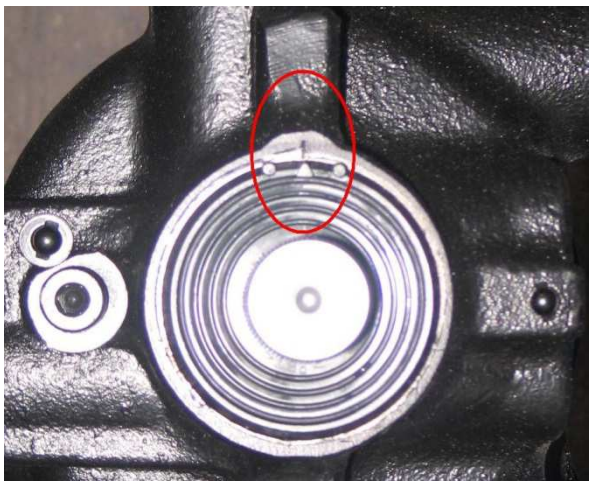
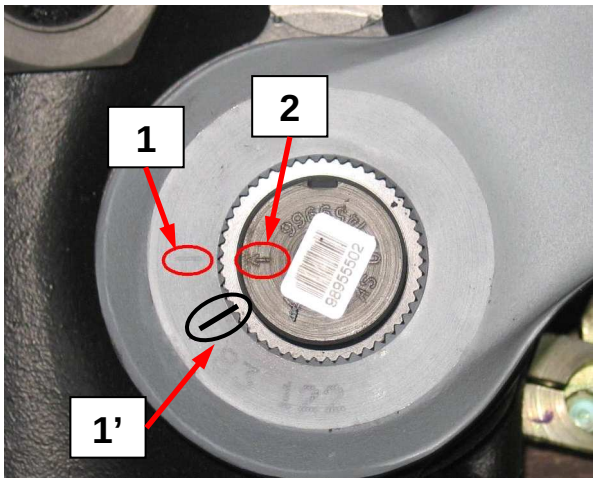

Rys. 1. Ustawienie znaków zerowego położenia głównej przekładni kierowniczej.
Rys. 2. Położenie znaków na ramieniu i wałku głównej przekładni kierowniczej
- Ustawić główną przekładnię kierowniczą w pozycji zerowej rys. 1. Trójkątny znak na plastikowej tarczy musi się pokrywać z nacięciem na korpusie przekładni;
- Sprawdzić położenie ramienia dźwigni na wielowypuście głównej przekładni kierowniczej. Znak na ramieniu naniesiony jest przypadkowo i znajduje się pod nakrętką mocującą, którą do kontroli należy odkręcić (Rys.2);
- Ramię dźwigni należy założyć na wielowypust przekładni tak, aby w położeniu do jazdy na wprost przekładnia kierownicza była w punkcie zero (Rys. 1) oraz tak, aby znaki na wielowypuście oraz ramieniu dźwigni znalazły się naprzeciw siebie (Rys. 2 znak [1 i 2]) i długość drążka kierowniczego była zgodna z podaną przy uwzględnieniu tolerancji wymiarowych (Rys. 3) . Po **ustaleniu położenia ramienia dźwigni na wale przekładni należy usunąć z niego stary, nieprawidłowy znak [1'] przez szlifowanie i nabić nowy [1], zgodny ze znakiem na wale przekładni.**
- Po usunięciu starego [1'] i naniesieniu nowego [1] znaku należy dokładnie całe ramię farbą antykorozyjną (Rys. 2);